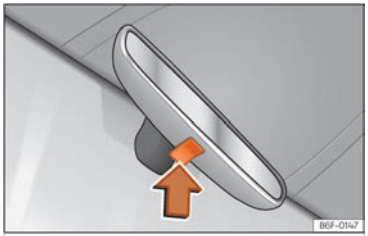

Fig. 89 Retrovisor antienlluernament manual.
- Per enfosquir el retrovisor, premeu la tecla del mirall cap amunt ››› **fig. 89** (fletxa).